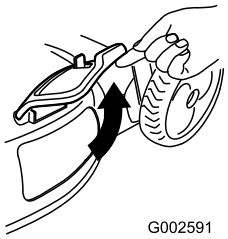

Figur 30
2. Lyft upp sidoutkastarluckan (Figur 30).